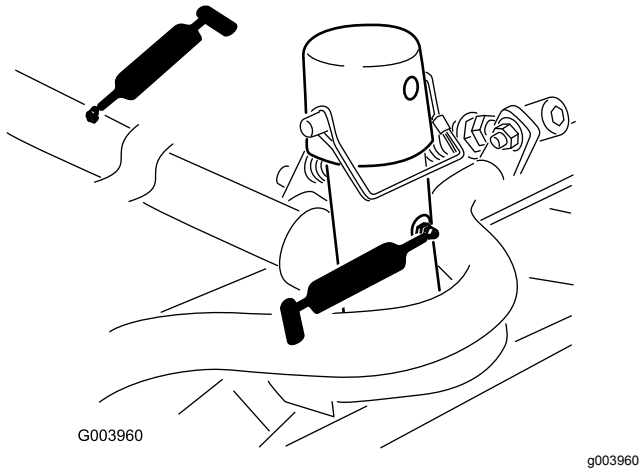

Figur 65
- Bæreramme og dreietapp for klippeenhet (2 hver) (Figur 65)